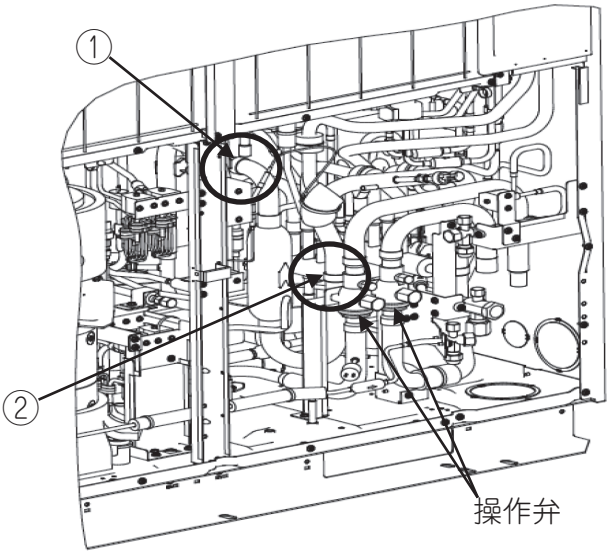

図4　ろう付箇所（ストレーナ）
(1)　図4に示すろう付箇所①，②をバーナーで炙り，ストレーナを取り外してください。この時，操作弁を熱さぬように濡れタオル等で保護しながら作業を進めてください。
(2)　新しいストレーナを取り付けてください。